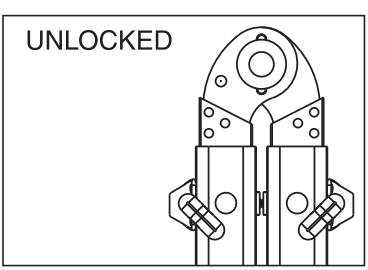

Figure 3
1) Unlock the 4 “J” locks by pulling out and rotating the “J” lock away from the rung hole (See Figure 3).